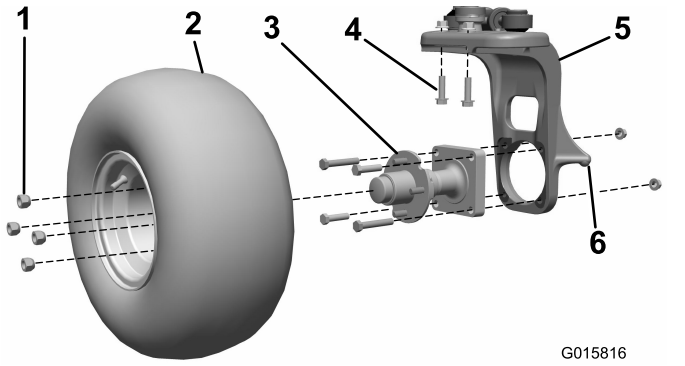

Figur 1
1. Jekk enheten opp på styregaffelens hevepunkt (Figur 1).
2. Fjern hjulenheten fra hjulnavet. Ta vare på hakemutterne (Figur 1).
3. Fjern de fire boltene og to mutterne som fester hjulnavet til styregaffelen (Figur 1). Kast alle artiklene.
4. Fjern de to (2) boltene og to (2) mutrene som fester den vertikale aksestyretappen til styregaffelen (Figur 1). Kast disse artiklene.